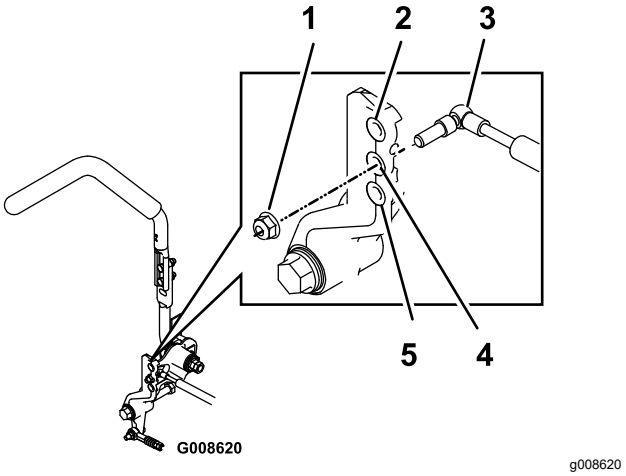

**Figuur 62**
1. Bout (4)
3. Verwijder de borgmoer, zet de bevestigingsbout van de demper in de gewenste positie, en plaats de borgmoer. Zie Figuur 62 voor de montageopties.